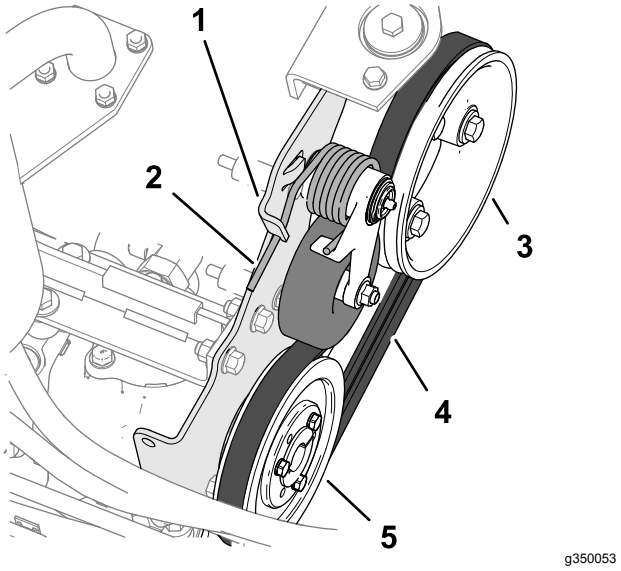

Figur 88
2. Skub enden af remmens tilspændingsfjeder ned og ud af hakket i pumpemonteringsbeslagets tap, og flyt enden af fjederen fremad (Figur 88).